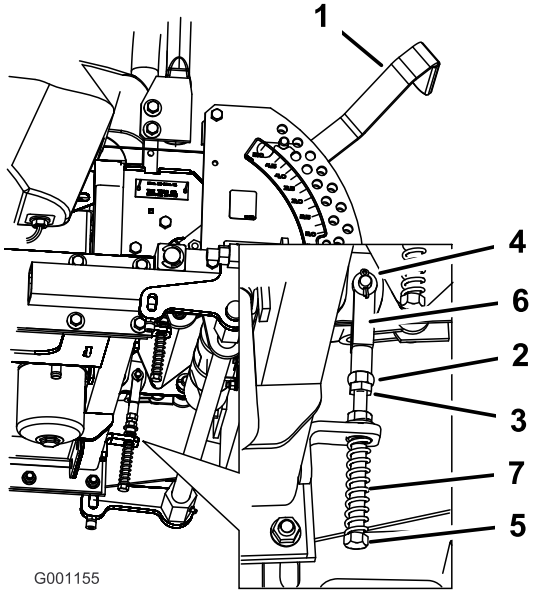

**Figur 67**
8. Hvis justering er nødvendig, skal møtrikken og kontramøtrikken løsnes mod gaflen (Figur 67).
9. Foretag et let, bagudgående tryk mod bevægelseshåndtaget, og drej hovedet på justeringsbolten i den rigtige retning, indtil håndtaget sidder i midten i neutral låseposition (Figur 67).
10. Spænd møtrikken og kontramøtrikken (Figur 67).